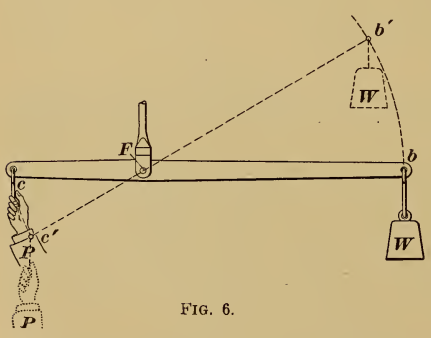

Fig. 6.
58. Suppose that the weight arm Fb of the lever shown in Fig. 6 is twice as long as the power arm Fc; then, if the lever is turned about the fulcrum F until it occupies any other position, as $b'Fc'$, it will be found by actual measurement that the point b of the lever travels just twice as far in moving to b' as c does in moving to c'. If the weight arm were four times as long as the power arm, it would be found that the point b would always travel four times as far as the point c when the lever was moved through any distance. In other words, the distances